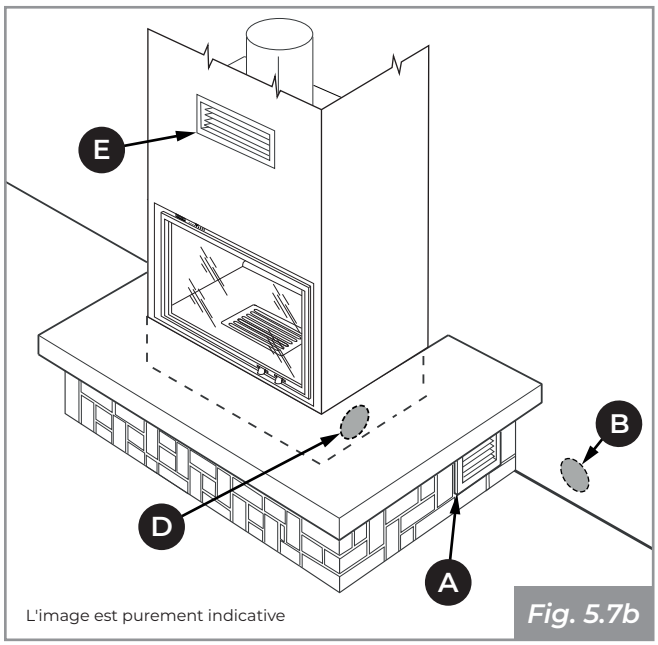

*Fig. 5.7b*
- **(Fig. 5.7b)** : prise d'air externe **(B)** réalisée à l'extérieur du revêtement, avec grille inférieure fournie pour la recirculation de l'air ambiant **(A)** sur le côté du revêtement ;